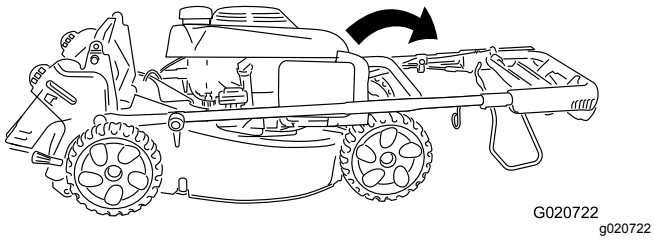

Figuur 19
2. Draai de volledige handgreep naar voren (Figuur 19).